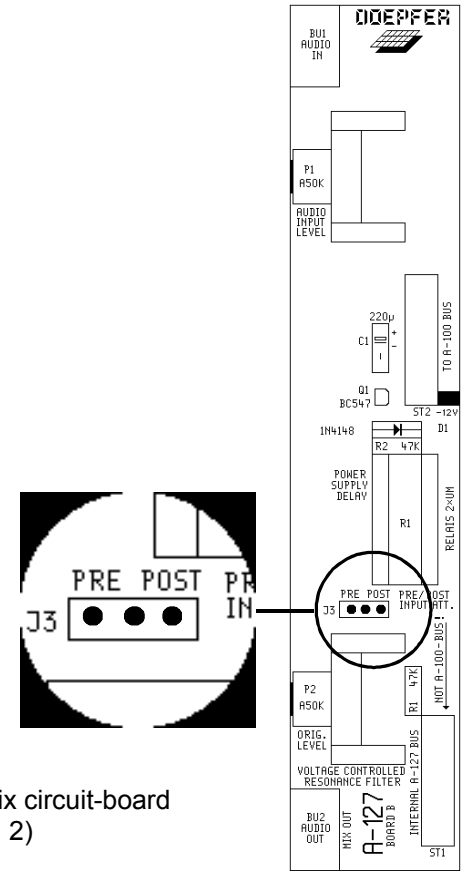

fig. 8: A-127 mix circuit-board (versions 1 and 2)
To change this, you can alter the position of **Jumper J3** on the **Mix circuit-board** from "Pre" (the factory default) to **"Post"** (see fig. 8). In this case, control ① comes before the Original signal level control ⑧, and so does affect both the filter and Original signals.